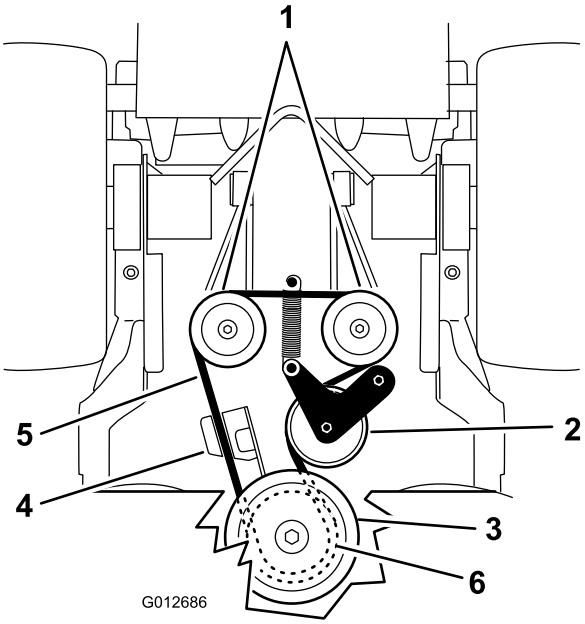

Figura 68
5. Desenganche el muelle de la polea tensora del bastidor (Figura 68).
7. Enganche el muelle tensor en el bastidor (Figura 68).